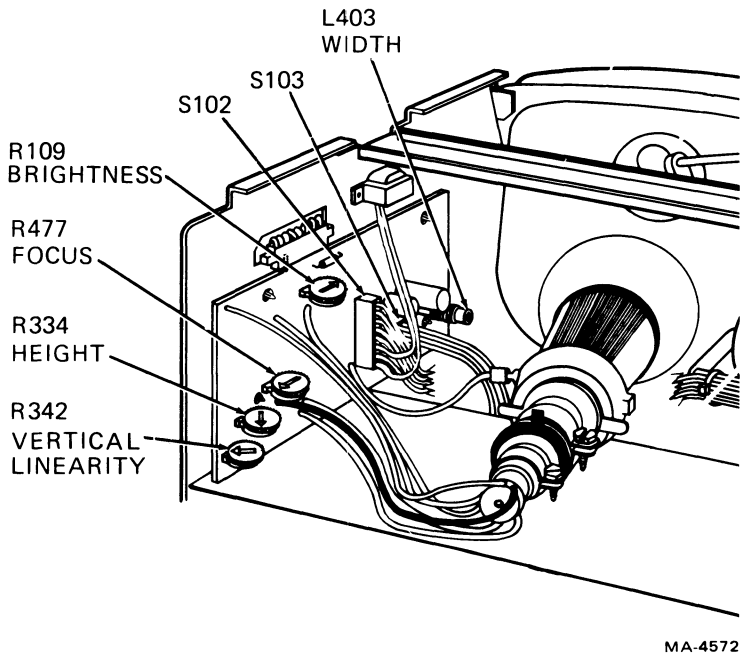

Figure 5-4 Elston Video Monitor Board Adjustments
4. Adjust R109 (Figure 5-4) until the display raster is visible. Then back off on the adjustment until the raster disappears.
4. Adjust R477 (Figure 5-4) for the best overall character presentation.